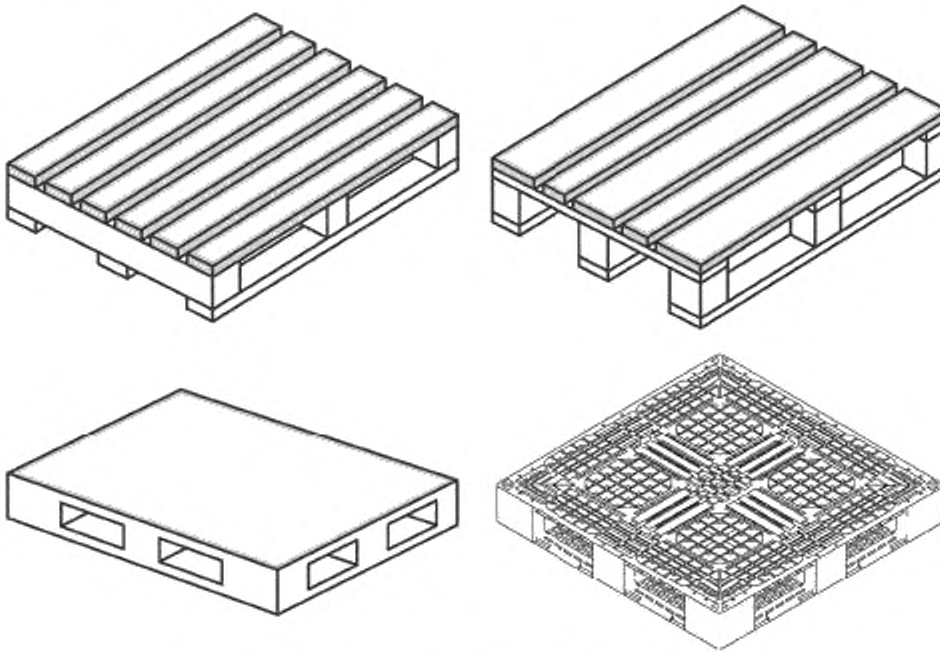

Рисунок 36 — Верхние настилы
6.1.2 **верхний настил:** Горизонтальная поверхность, образующая площадку для размещения груза (см. рисунок 36).